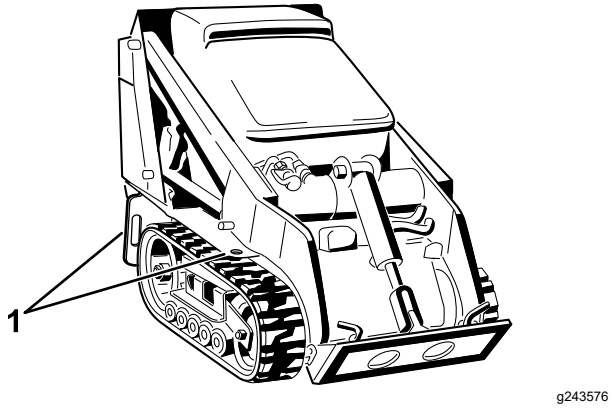

Rysunek 21
8. Zamocuj maszynę do przyczepy lub ciężarówki za pomocą pasów, łańcuchów lub lin, mocując je do metalowych uch na maszynie (Rysunek 21). Zastosuj się do obowiązujących przepisów określających wymogi dotyczące mocowania maszyny.
Maszynę można unieść za pomocą uch mocujących/do podnoszenia, stanowiących punkty podnoszenia, patrz Rysunek 21.